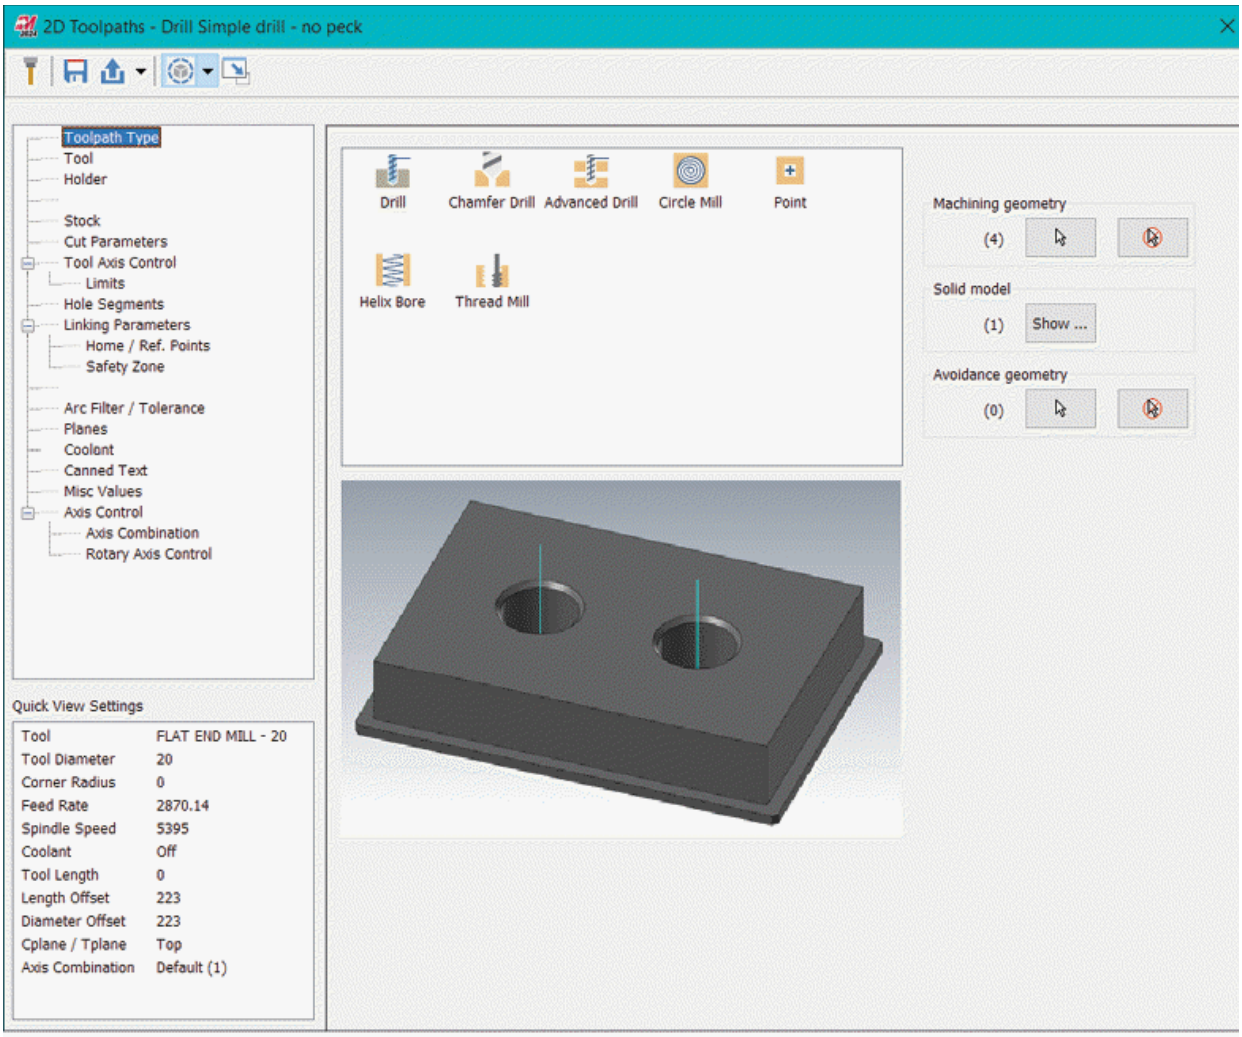

Figure-23. 2D Toolpaths-Drill/Circles Simple drill dialog box
- Click on the **OK** button from the **Manager**. The **2D Toolpaths - Drill/Circles Simple drill** dialog box will be displayed; refer to Figure-23. Make sure the **Drill** toolpath type is selected in the dialog box.